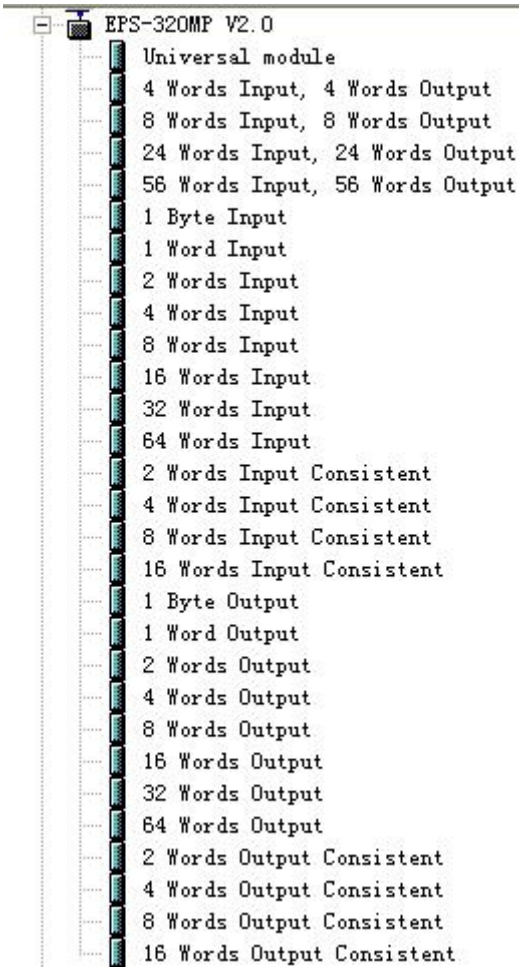

图 6
6. 您可以在这里找到您注册的设备，右侧窗口/Profibus DP/Additional Field Devices/Converter/EPS-320MP/，如图 6 所示